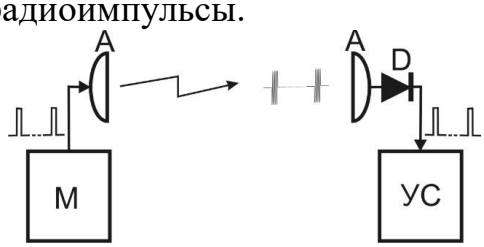
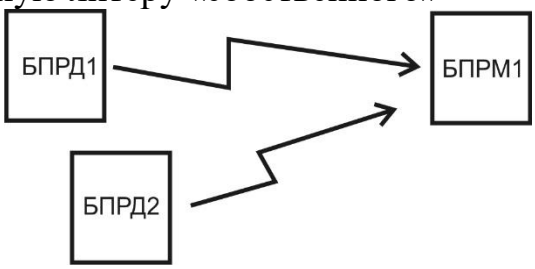

Рис. 6.7
Рис. 6.8
6.3.5.2 Антенна А БПРД, под управлением модулятора М, излучает в направлении антенны А БПРМ радиоимпульсы (см. рис. 6.7). Радиоимпульсы с выхода антенны А (БПРМ) поступают на детектор D, с выхода которого – на узел синхронизации УС. УС определяет их положение во времени и пропускает в узкие «временные ворота» для обработки и принятия решений. Идентификация «собственного» БПРД1 (рис.6.8) при «засветке чужим», рядом установленным, БПРД2 достигается выбором разных частотных литер БПРД1 и БПРД2, см п. 6.3.2.2.